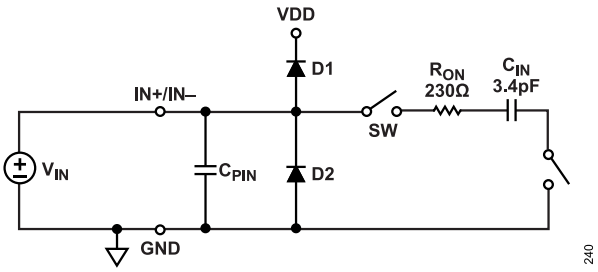

Figure 43. Equivalent Analog Input Circuit
Figure 43 shows an equivalent circuit for each of the AD4062 analog inputs (IN+ and IN−). The analog inputs are modeled as a switched capacitive load. During the acquisition phase, the sampling switch (SW) connects each input pin to the 3.4pF sampling capacitor (C_{IN}) in series with the 230Ω switch on resistance (R_{ON}). During the conversion phase, SW disconnects to sample the voltages on the IN+ and IN− pins onto the sampling capacitors. D1 and D2 represent the ESD diodes from the IN+ and IN− pins to the VDD supply and GND, respectively. C_{PIN} represents the pin capacitance of each input pin to GND and is typically 2pF.